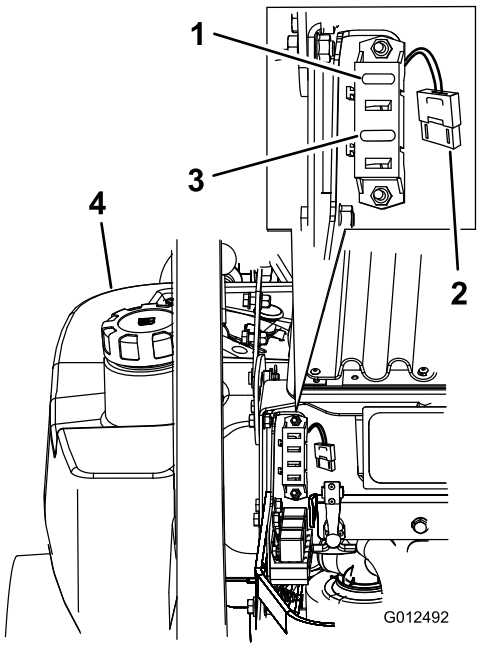

Figur 56
1. Lossa motorkåpan och fäll upp den för att få åtkomst till säkringshållaren (Figur 56).
3. Sätt i en ny säkring (Figur 56).